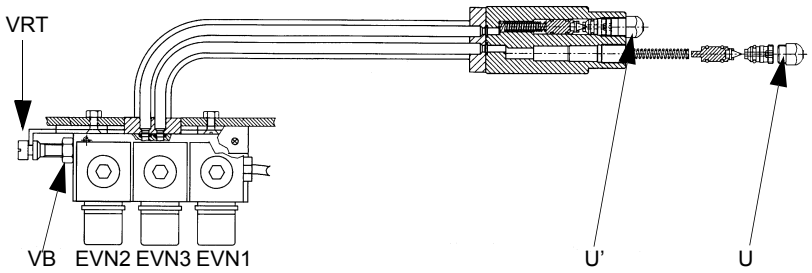

Рис. 18
- Положение форсунок перевернуто из-за требований чертежа. Правильное положение указано на Рис. 18..Зачерненные трубки - это трубки, по которым проходит топливо под давлением.